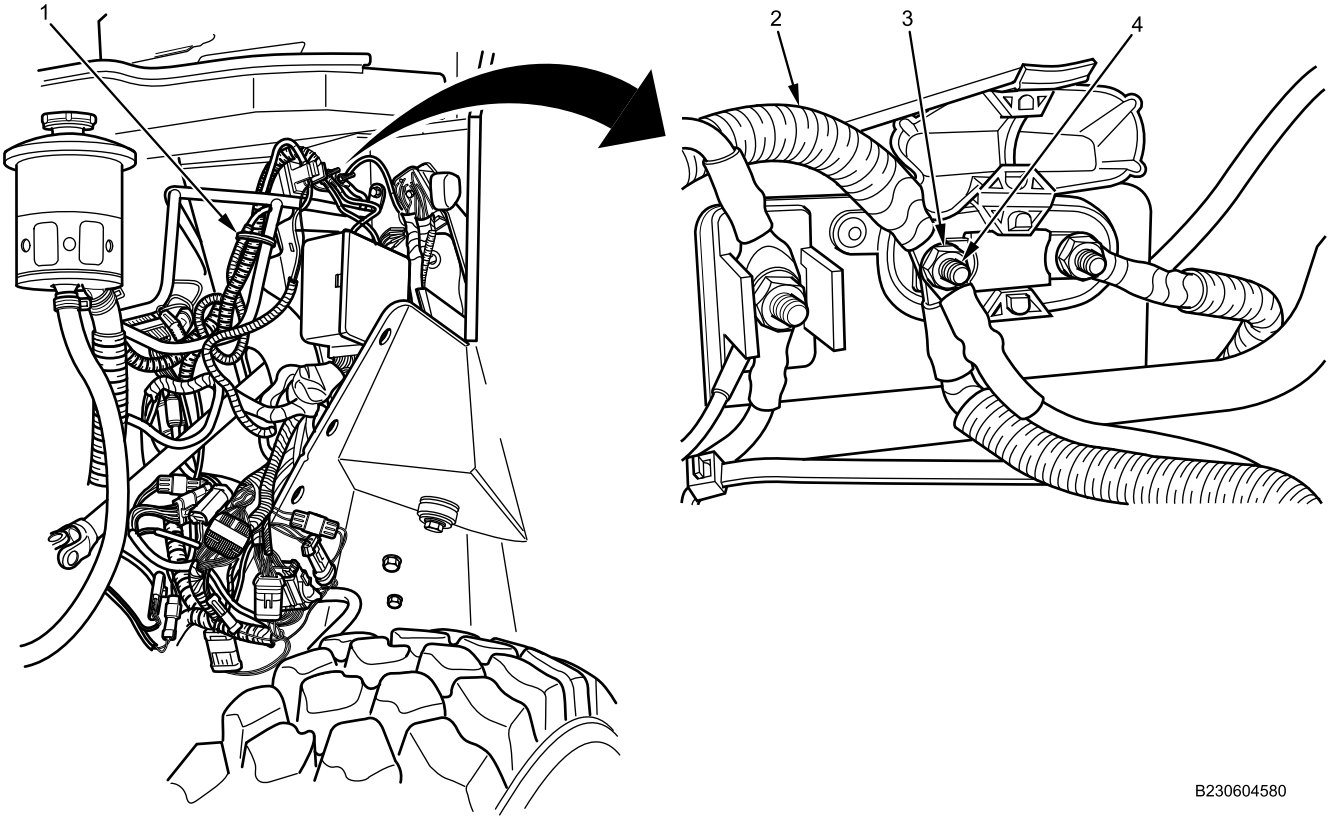

Figure 3. IP Feed Harness Connector Removal at MegaFuse Power Stud.
5. Remove locknut (Figure 3, Item 3) and IP feed harness connector (Figure 3, Item 2) from megafuse power stud (Figure 3, Item 4). Discard locknut (Figure 3, Item 3).
6. Remove and discard cable lock straps (Figure 3, Item 1) from IP feed harness (Figure 3, Item 2) as required to remove harness from bundle.
7. Remove IP feed harness (Figure 3, Item 2) from vehicle.